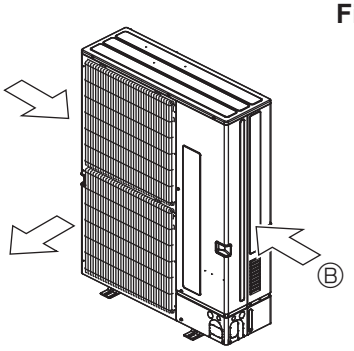

Fig. 2-4
③ Placer l’appareil de sorte que la sortie d’air souffle dans la direction perpendiculaire à celle des vents saisonniers, si celle-ci est connue. (Fig. 2-4)